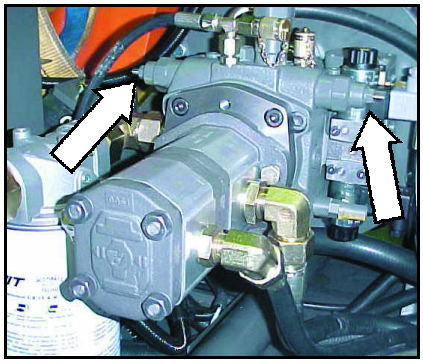
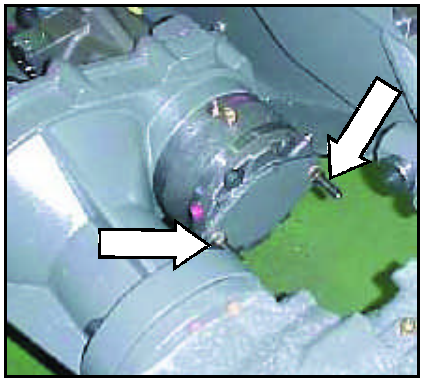

fig. 5
fig. 6
Antes de remolcar, se deben de apretar a fondo los tornillos centrales de las válvulas de presión máxima de la bomba hidrostática (fig. 5). Para ello se aflojarán las contratuercas. También se debe aflojar y desenroscar las tuercas de fijación del conjunto freno hasta el final de los espárragos y retirar el conjunto freno hasta que quede desacoplado (fig. 6).
■ ***Towing the machine.*** *(fig. 5)*
Although it is not recommended to tow the machine on a long way, if you need to carry out it, follow these instructions: Override the maximum pressure valves of the hydrostatic pump by tighten deeply the central screws (shown on fig. 5). Previously, loose the locknuts. Remove and disengage the brake assembly. To do it, loose and unscrew the nuts and studs fastening it. (Fig. 6)